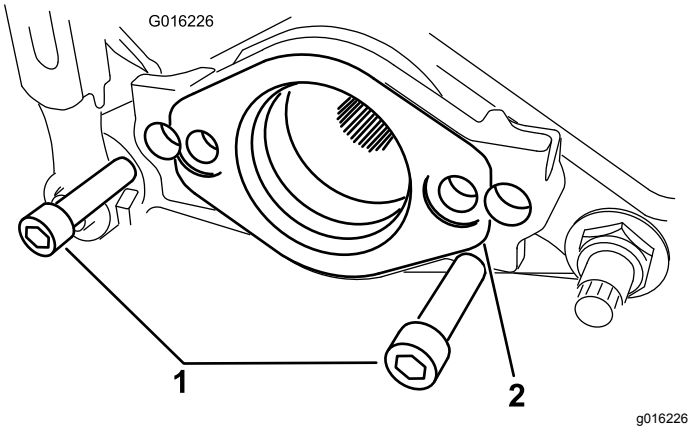

Figure 5
8. **If you are installing the kit on a Triflex machine**, remove the 2 bolts securing the motor mount to the cutting unit. Remove the motor mount (Figure 5).